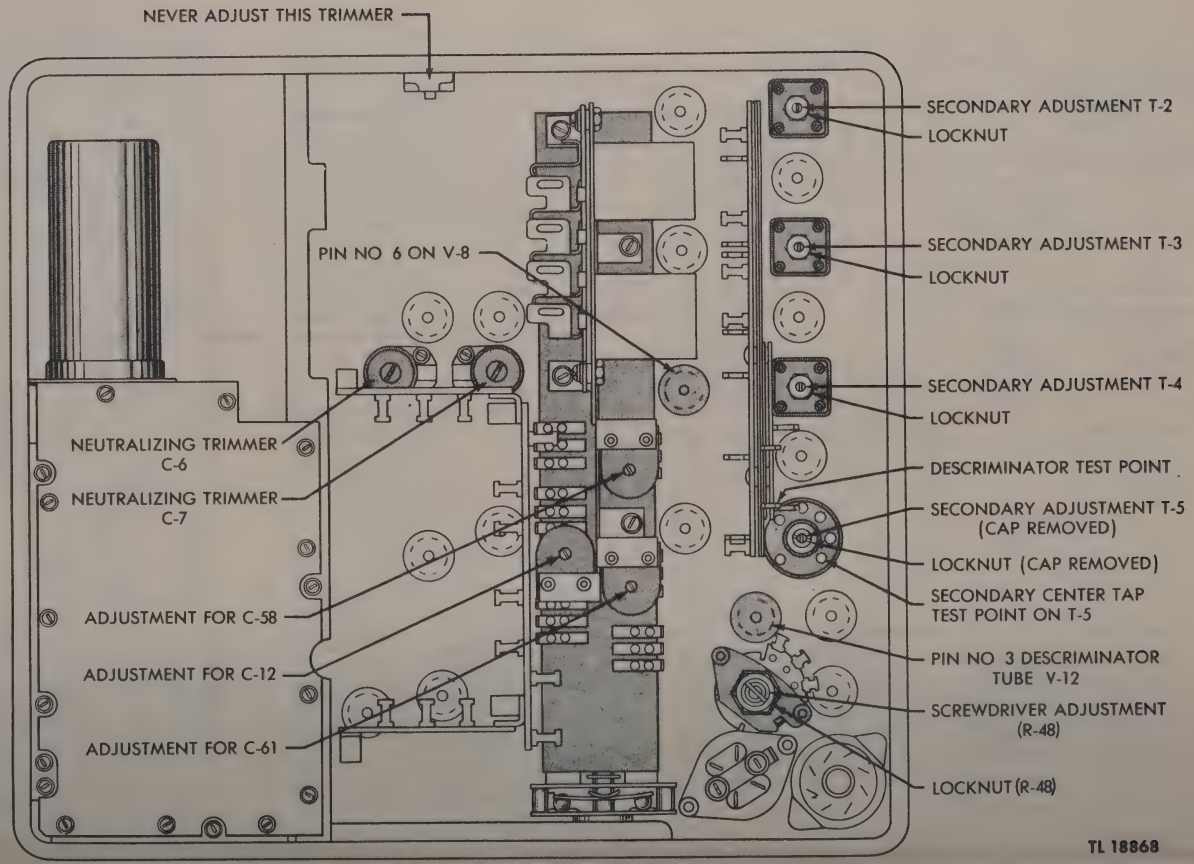

Figure 56. Receiver-Transmitter BC-1335, bottom view, alignment adjustments.
(3) Turn receiver-transmitter on with the VOLUME control. **Do not connect the microphone.**
(4) Connect the ungrounded lead of Oscillator VO-4-( ) to pin No. 6 of mixer Tube JAN-1R5 (V-8) (fig. 56).
(5) Loosen locknuts on top and bottom adjustments on transformers T-2, T-3, and T-4 just enough so that a slight drag is felt when the adjustment screw is turned. Remove top and bottom caps on discriminator transformer T-5 and loosen locknut under bottom cap with screwdriver. Then insert alignment screwdriver in the hole in the locknut for adjustment of the secondary of transformer T-5. The locknut should be just tight enough to cause a slight drag on the adjusting screw.
(7) Readjust primary and secondary of transformers T-2, T-3, and T-4. I-f amplifier is now aligned.
(8) Connect voltmeter probe to discriminator test point (fig. 56). Using full output of Oscillator VO-4-( ) and lowest range of voltmeter, adjust secondary (bottom adjustment) of discriminator transformer T-5 (fig. 56) for 0 volts.
(9) Connect voltmeter probe to center tap of secondary of transformer T-5 (fig. 56), and adjust primary of transformer T-5 for maximum voltage on Voltohmmeter I-107-( ) with no signal input from Oscillator VO-4-( ).
(10) Check secondary of T-5 as in subparagraph (8) above; readjust to zero if necessary. Discriminator is now aligned. Tighten locknuts on T-2, T-3, T-4, and secondary of T-5, being careful not to disturb the adjustment. Replace top sealing cap on T-5. Heat T-5 for 1 to 3 minutes with a soldering iron held close to the metal shield from the top of the chassis, and replace bottom sealing cap.
(11) Turn off set.
d. Turn set on with VOLUME control and throw CHANNEL switch to channel A. Place test prod of Voltohmmeter I-107-( ) in pin No. 1 of test strip J-4 and adjust C-61 (fig. 56) for maximum reading. Repeat with CHANNEL switch thrown to channel B. If these two positions of C-61 do not fall at the same point, place C-61 halfway between the two peaks.
e. Place test prod of Voltohmmeter I-107-( ) in pin No. 2 of J-4 and adjust C-58 (fig. 56) for maximum reading on both channels. The final adjustment is halfway between these points if they are not the same.
f. Insert microphone plug in J-3A and depress press-to-talk switch. Connect Voltohmmeter I-107-( ) to pin No. 5-A on J-4, and adjust C-12 (fig. 56) for maximum reading (this will be at least 12 volts). Several peaks may be noted in making this adjustment. It is important that the largest one be selected. Throw the CHANNEL switch and repeat. The final adjustment of C-12 is halfway between these two points if they are not the same.
g. At this point, if neutralizing trimmers C-6 and C-7 have been changed accidentally, readjust them. Do not make this adjustment unless trimmers C-6 and C-7 have been changed. Perform operations (1) to (4) below to determine whether neutralization is necessary.
(1) Plug crystal for channel 389 into crystal holder A. Throw CHANNEL switch to A and adjust SETTING NO. 1A for maximum voltage at pin No. 1 on J-4, and SETTING NO. 2A for maximum voltage at pin No. 2 on J-4. Use Voltohmmeter I-107-( ) for voltage indications.
(2) Depress the press-to-talk switch and adjust SETTING NO. 5A for maximum voltage at pin No. 5A on test strip J-4 (this will be at least 12 volts). Several peaks may be noticed. Select the highest peak.
(3) Depress the press-to-talk switch and adjust SETTING NO. 6A for maximum voltage at pin No. 6 on J-4.
(4) Depress the press-to-talk switch. Rotate SETTING NO. 7A slowly, and carefully notice reading on Voltohmmeter I-107-( ). If it dips more than one division for any adjustment on SETTING NO. 7A, the set requires neutralization.
(5) To neutralize, adjust capacitors C-6 and C-7 equally in small steps (fig. 56). Use a screwdriver and check between adjustments for dip as in subparagraph g(4) above until the dip is less than one division. Settings of C-6 and C-7 must be kept approximately equal. Check by observing the angle of the screwdriver slots.
h. Ground lug 3 on discriminator V-12. Turn set on. place probe of Voltohmmeter I-107-( ) in pin No. 5-C on test strip. Slightly loosen the locknut on R-48 (fig. 56), depress press-to-talk switch and adjust this variable resistor with a screwdriver until Voltohmmeter I-107-( ) indicates 4.0-volts NEGATIVE voltage. Tighten locknut on R-48. Remove ground connection on lug 3 of V-12.
(2) Set up Oscillator VO-4-( ) as indicated in TM 11-306 and set its switch to 4.3 mc. Turn ATTENUATION control clockwise only enough to turn on Oscillator VO-4-( ).
(3) Turn receiver-transmitter on with VOLUME control, turning the control for maximum clockwise rotation. **Do not connect the microphone.**
(5) Loosen locknuts on top and bottom adjustments on T-2, T-3, and T-4 just enough so that a slight drag is felt when the adjustment screw is turned. Remove top and bottom caps on discriminator transformer T-5, and loosen locknut under bottom cap with screwdriver. Then insert alignment screwdriver in the hole in the locknut for adjustment of the secondary of T-5. The locknut should be just tight enough to cause a slight drag on the adjusting screw.
CAUTION: Since it is not possible to accurately neutralize the receiver-transmitter without an electronic voltmeter, be careful not to touch the adjustment of trimmers C-6 and C-7 (fig. 56).
and adjust C-61 (fig. 56) for maximum eye closure. Eye sensitivity is controlled by the VOLUME control. Throw CHANNEL switch to B and readjust C-61 for maximum eye closure. If these two positions of C-61 do not fall at the same point, place C-61 halfway between the two peaks.
f. Place test prod in pin No. 2 of J-4 and adjust C-58 (fig. 56) for maximum eye closure on both channels. The final adjustment is halfway between these points if they are not the same.
g. Insert microphone plug in J-3A and depress press-to-talk switch. Plug test prod into pin No. 5-A on J-4, and slowly adjust C-12 (fig. 56) for maximum eye closure. Several peaks may be noted in making this adjustment. Select the largest peak. Throw the CHANNEL switch and repeat. The final adjustment of C-12 is halfway between these two points if they are not the same.
i. Ground lug 3 on discriminator V-12. Turn on set. Depress press-to-talk switch. Place test prod in pin No. 5-B on test strip and adjust VOLUME control for hairline opening in eye tube V-18. Place test prod in pin 5-C and, without readjusting VOLUME control, slightly loosen the locknut on R-48 (fig. 56) and adjust this variable resistor with a screwdriver for hairline eye tube closure. Tighten locknut on R-48. Remove ground on lug 3 of V-12.